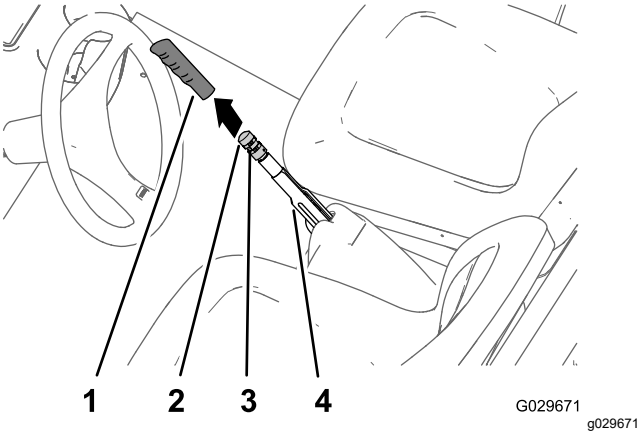

Figur 56
1. Ta bort handtagsgreppet från parkeringsbroms-spaken (Figur 56).
2. Lossa ställskruven som håller fast bromsjuste-ringsvredet på parkeringsbromsspaken (Figur 56).
3. Vrid bromsjusteringsvredet tills det når en kraft på 133–156 N för att koppla in parkeringsbromsspaken (Figur 56).
4. Dra åt ställskruven och montera handtagsgreppet (Figur 56).
2. Lossa ställskruven (Figur 56) som håller fast bromsjusteringsvredet på parkeringsbromsspaken, koppla ur parkeringsbromsen och lossa bromsjusteringsvredet.
5. Vrid bromsjusteringsvredet (Figur 56) tills en kraft på 133–156 N krävs för att koppla in parkeringsbromsspaken.
C. Vrid bromsjusteringsvredet (Figur 56) så att det behövs en kraft på 133–156 N för att koppla in parkeringsbromsspaken.
- Dra åt ställskruven och montera handtagsgreppet (Figur 56).